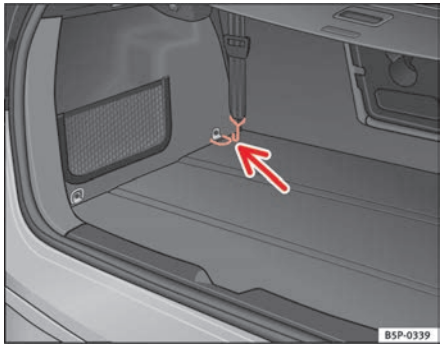

Fig. 126 Anchor rings for the separation net
– Hook the belts into the front anchor rings to tense the net ⇒ fig. 126. ■